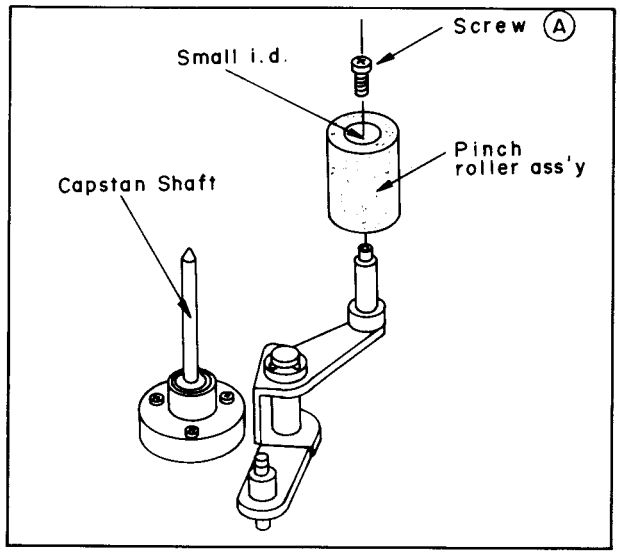

Fig. 4-28
2. Carefully install a new roller assembly (refer to Fig. 4-28).